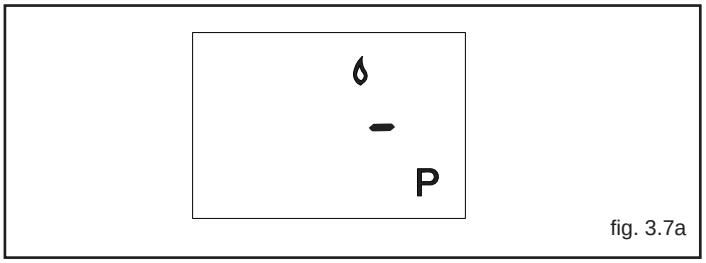

fig. 3.7a
Il visualizzatore (4) indica la temperatura di mandata dell'acqua riscaldamento o dell'acqua sanitaria in base alla richiesta in corso. Durante l'accensione del bruciatore, in seguito ad una richiesta di preriscaldo, il visualizzatore mostra il simbolo P lampeggiante e l'icona fiamma (fig. 3.7a).